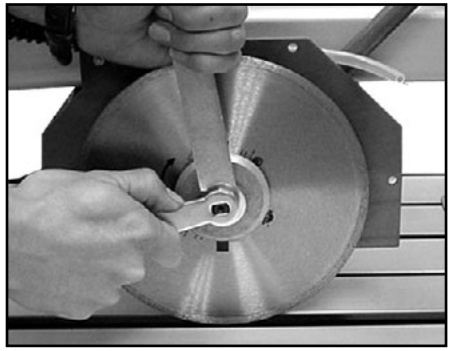

FIGURE 13
2. Tilt bridge to the desired angle up to 45 degrees (Fig 13). Tighten knobs at either end of bridge, and proceed with cutting tile following same procedure as listed in the "straight cut" section.
C. Use the hexagonal wrench to hold the blade nut and use the spanner wrench provided to hold the shaft. Loosen the nut turning clockwise as in (Fig 13).